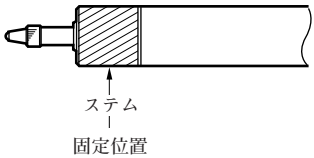

**図1.取付固定位置**
- 測長ユニットの取付けは、必ずステムをチャックしてください。他の部分もチャックしなければならない場合は、機銘ラベル部 (ヘッド内蔵部分) と、その近傍は避けてください。(図1)